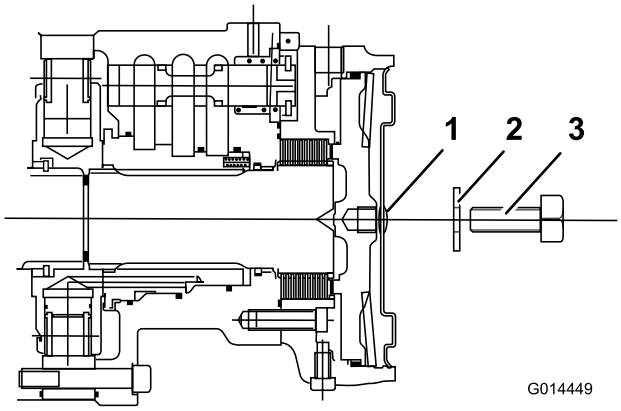

Figuur 60
4. Steek een M12 x 40 mm lange stelschroef met ring in het gat in het midden van de zijkant van de motor (Figuur 60).
5. Draai de stelschroef vast in het draadgat in de remzuiger totdat de rem is uitgezet (Figuur 60).
6. Ga naar de remschijf op de linker voorwielmotor en herhaal bovenstaande procedure (Figuur 60).